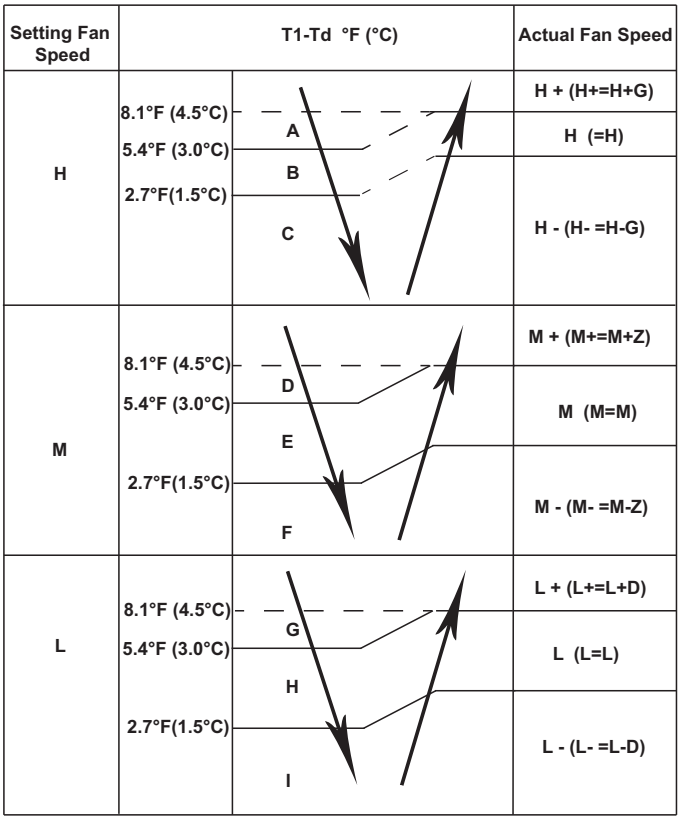

Fig. 17 —Indoor Fan Running Rules
- When the setting temperature is reached, if the compressor stops operating, the indoor fan motor runs in the minimum or setting speed (see Fig. 17).